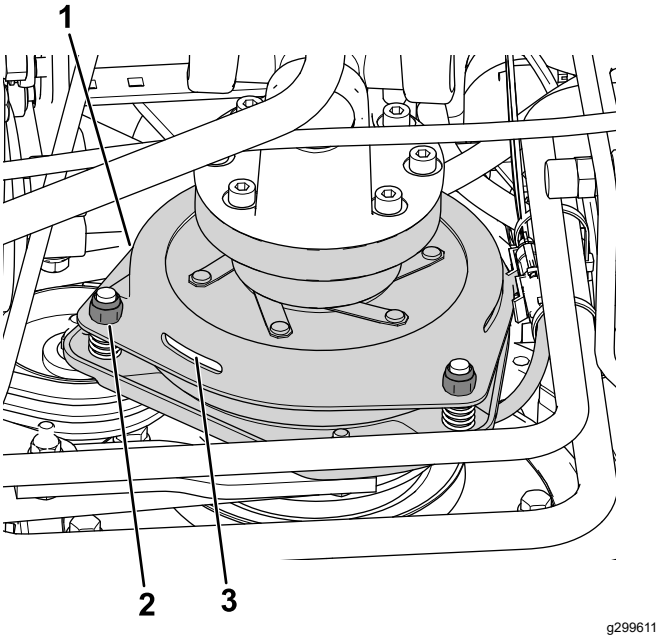

Figuur 80
3. Stel de elektrodenafstand zodanig in dat u een lichte druk voelt als u een voelermaat van 0,3 mm tussen de koppelingsvoering en de frictieplaat schuift (Figuur 80).
Opmerking: U kunt de afstand verkleinen door de stelmoeren rechtsom te draaien (Figuur 80). De maximale elektrodenafstand is 0,6 mm. Stel de 3 elektrodenafstanden in op 0,4 mm.